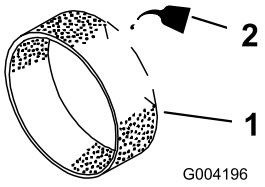

**Figur 44**
3. Giv forfilteret ca. 30–60 ml olie (Figur 44).